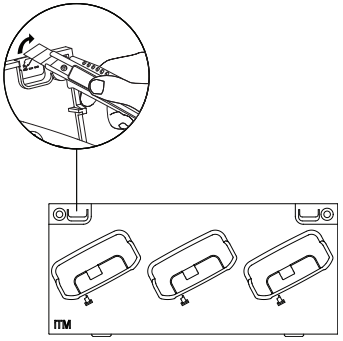

Figure 11: Break or cut the breakable plate on the Charging Pocket.
2. Break or cut the breakable Plate on the Charging Pocket to feed out the Programming Cable (Refer to Figure 11).